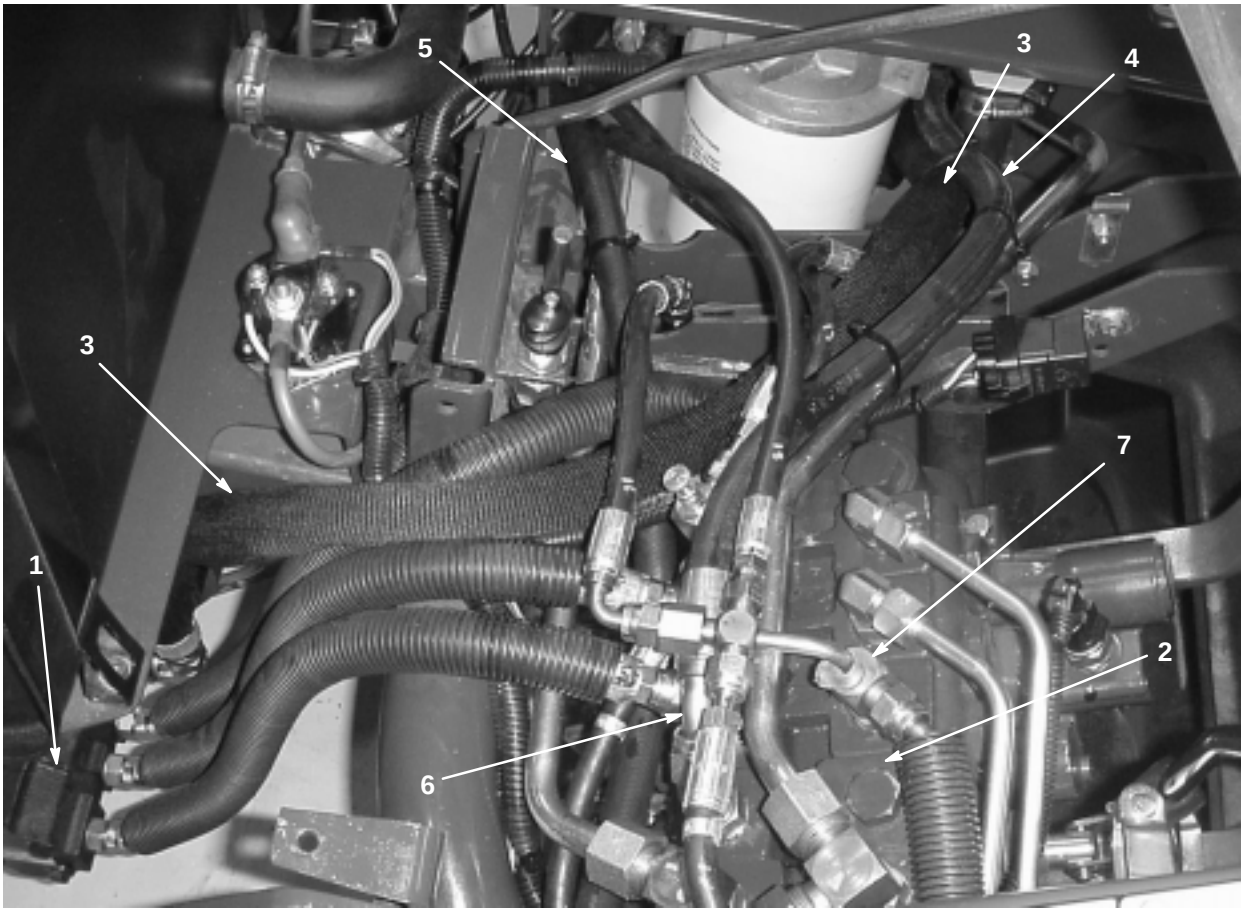

Figure 2
7. Disconnect the hoses to the fitting on the top of the main control valve shown in Figure 2. Back out the fitting 1 revolution to allow clearance for the hose (Fig. 2).
8. Disconnect the traction pressure hose between the pump and main control valve at both ends and discard the hose. Rotate the 45° fitting on the main control valve 90° clockwise (Fig. 2).
9. Connect the 90° end of the hydraulic pressure hose (Part No. 83-2270) to the “IN” port of the flow control valve. Route the hose around the front of the oil filter and connect the opposite end of the hose to the pump outlet port (Fig. 2).
10. Connect the flow control hose (Part No. 68-5820) to the “CF” port of the flow control valve. Route the hose around the front of the oil filter and connect the opposite end of the hose to the 45° fitting in the main control valve (Fig. 2).
12. Connect the hydraulic return hose (Part No. 105-3829) to the “EX” port on the flow control valve. Connect the opposite end of the hose to the tee fitting in the return manifold (Fig. 2 and 3).
13. Ensure that all hoses are free of kinks and routed to avoid interference with the seat and other components (Fig. 2).